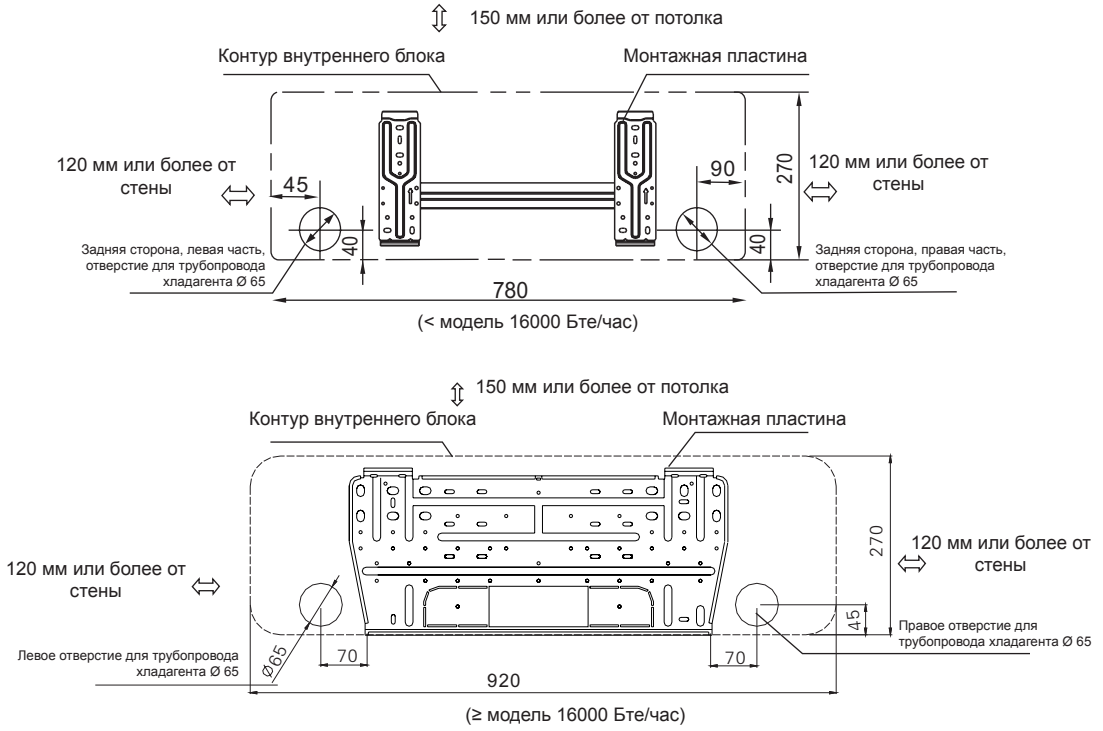

Рис. 5
1. Определите положение отверстия в соответствии со схемой на Рис. 5. Просверлите 1 (одно) отверстие (Ø 65 мм) с небольшим наклоном к наружной стороне.